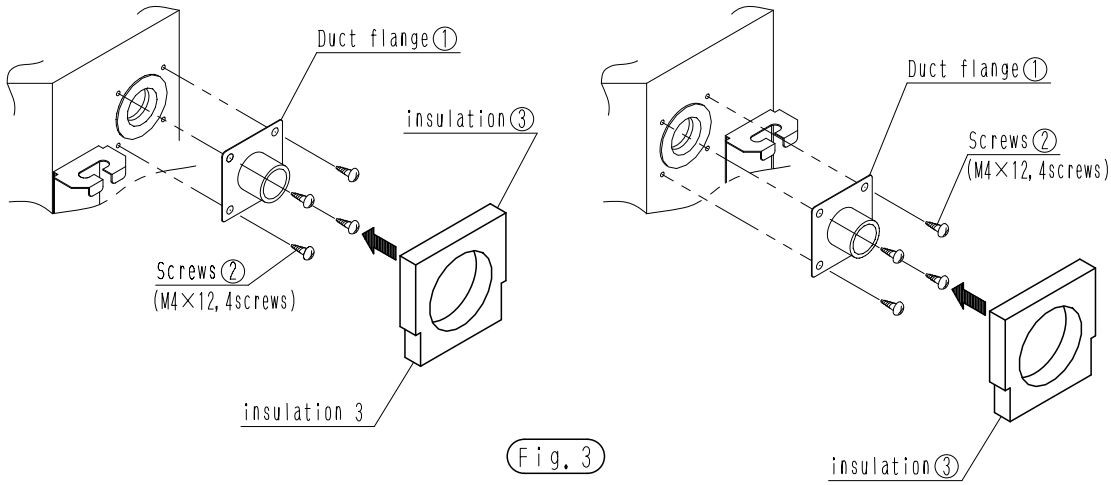

Fig. 3
3. Install the duct flange①with screws②(M4×12, 4 screws)to the opening and adhere the insulation③(Fig. 3)
❋Installation set outline of the indoor unit (fig. 3)